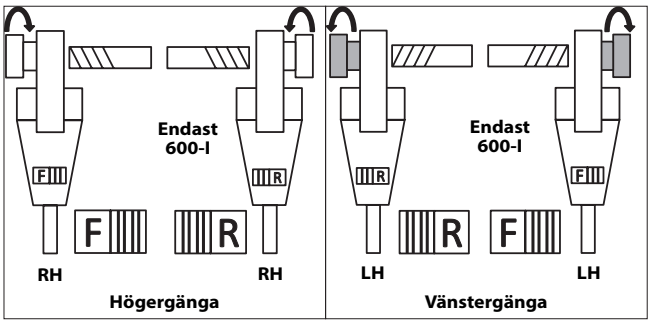

Figur 10 – Skjutreglage/gängbacksorientering
7. Placera drivenhetens F/R-skjutreglage så att du får önskad höger- eller vänstergänga. *Se Figur 10.*